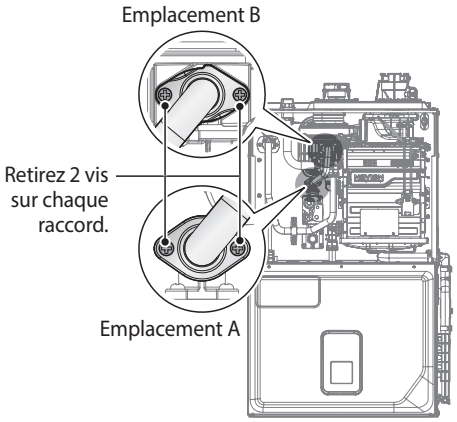

Figure 3. Retrait de l'adaptateur de sortie de la soupape à gaz et du moteur du ventilateur
5. Utilisez un tournevis à tête Phillips pour retirer les deux vis de l'emplacement A - le raccordement situé au-dessus de la soupape à gaz, où il rejoint l'adaptateur de sortie de la soupape à gaz. Reportez-vous à la Figure 3 à titre de référence.